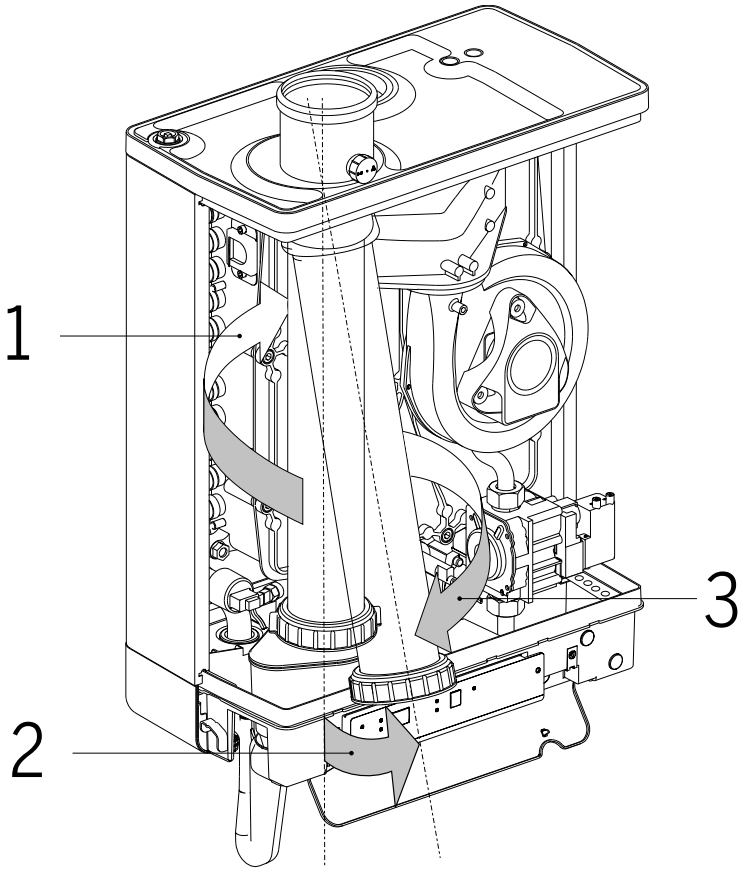

Fig. 24: Removal of Flue Pipe
2. Pull up on the flue pipe to disengage from the condensate pan as show in Fig. 24 on page 49.
3. Pull the flue pipe down and out to disengage from the vent adapter as shown in Fig. 24 on page 49.